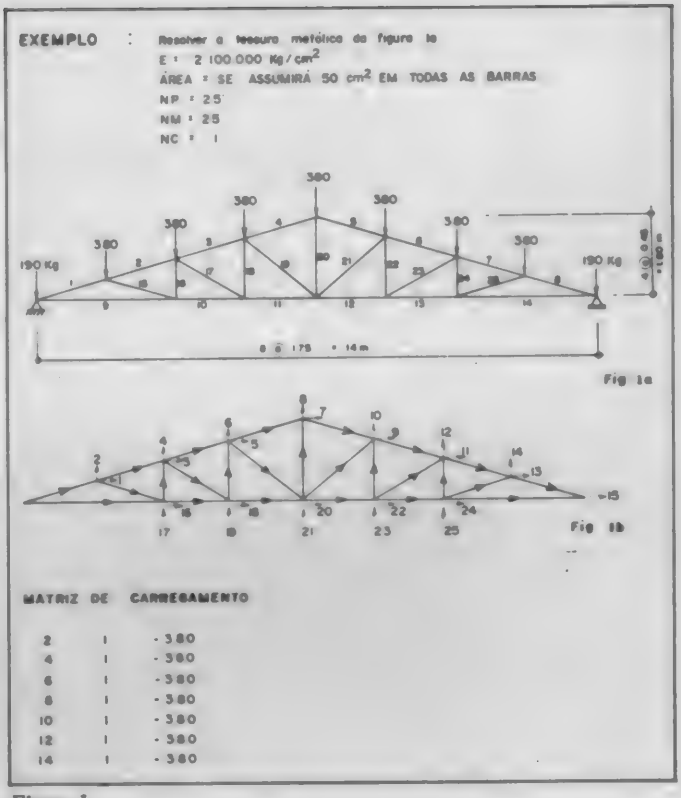

Figura 1
Primeiro deve-se fazer um esquema da treliça, como mostrado na figura 1.b, em que se colocará uma seta para cada deslocamento em cada nó (horizontal e vertical no sentido positivo), que serão numeradas sequencialmente.
Para visualizar isso, podemos ver o exemplo da figura 1, cujos dados estão nas linhas 200 em diante do programa apresentado ao final.
– Para uma treliça razoavelmente grande, o computador demora um pouco no processo matricial. Num TRS-80 Color, o exemplo da figura 1 demora aproximadamente sete minutos e meio.